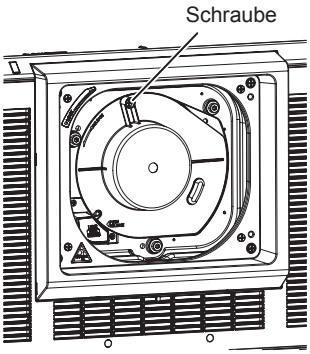

Abb. 3
4) Befestigen Sie die Objektivöffnungsabdeckung. (Abb. 3)